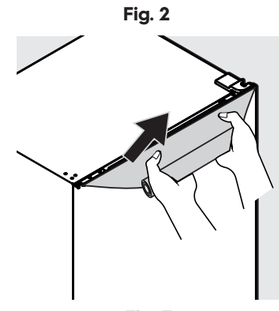

Fig. 3
2. Gather any loose excess film, rolling it up. Then pull the film upward (Fig. 3). Continue pulling the film until it is approximately 2" from the upper door edge. Using a slow and steady motion while maintaining a 45° angle with the upper edge, pull the remaining film, starting from either the left or right side upward against the plastic door end cap.